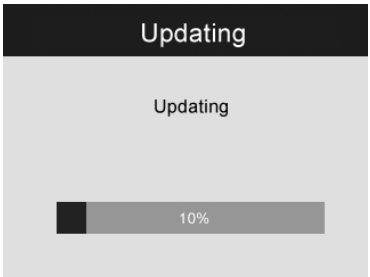

Abbildung 29
4) Drücken Sie die **Power-Taste,** um das Werkzeug einzuschalten und drücken Sie dann die **OBEN-Taste** bis das Update-Fenster erscheint, wählen Sie dann **JA,** um das Werkzeug zu aktualisieren. ***(Abbildung 29)***.